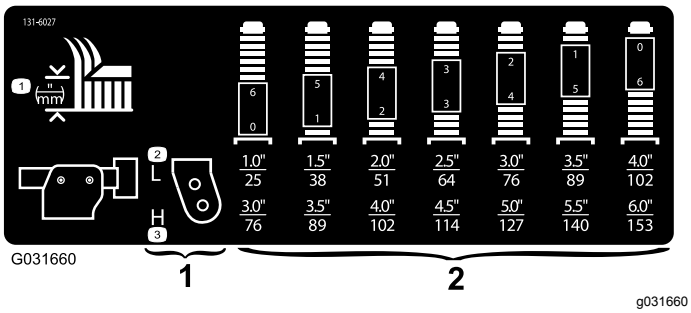

Figur 33
3. Placer styrehjulsakslerne i de samme huller i alle styrehjulsgafler; se skemaet (Figur 33) for at bestemme de korrekte huller for indstillingen.
Bemærk: Se diagrammet for at bestemme kombinationerne af afstandsklodser til indstillingen (Figur 33).